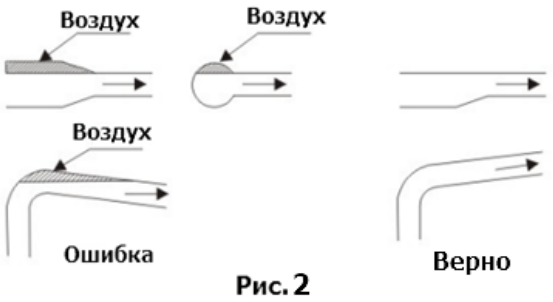

Рис. 2
- При монтаже впускного трубопровода следует избегать воздушных пробок (см. рис. 2).